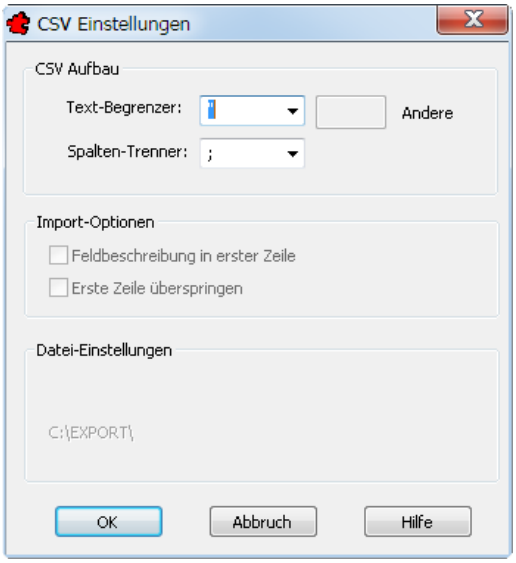

Bild 20.8 – CSV-Einstellungen für den Export
- Rufen Sie die *CSV-Einstellungen* auf. Das gleichnamige Dialogfeld erscheint (Abb. 20.8).